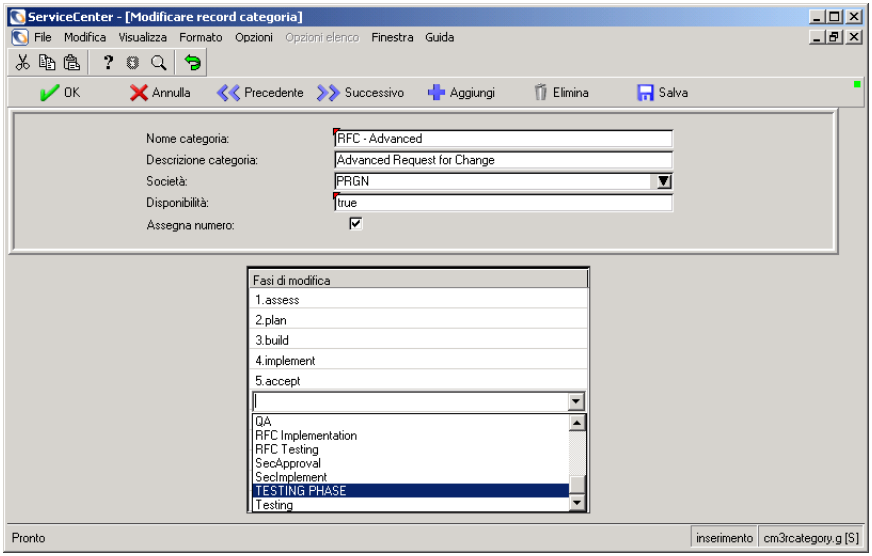

Figura 10-40: Selezione del nuovo record di fase di modifica dall'elenco QBE
- Fare clic sulla casella di riepilogo dei record di fase di modifica disponibili per la categoria di modifica RFC - Advanced, come mostrato nella Figura 10-40.